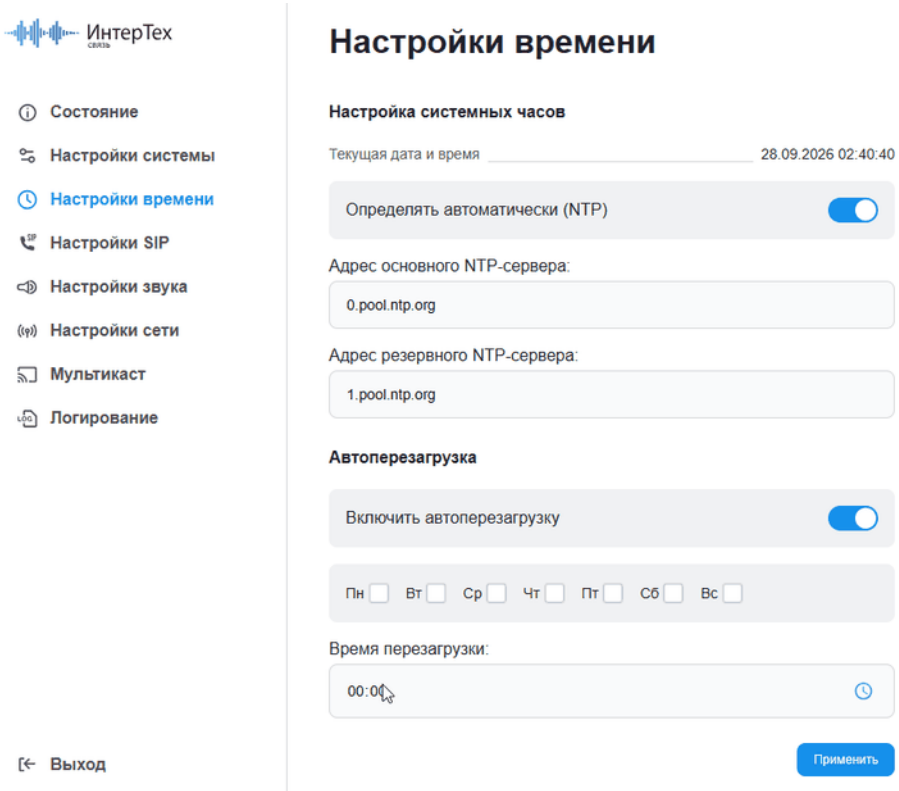

Рисунок 14 – Меню «Настройки времени», блок «Автоперезагрузка»
2.8.3 Настройка звука осуществляется в меню «Настройки звука» в области «Настройки громкости звука» (рисунок 14).